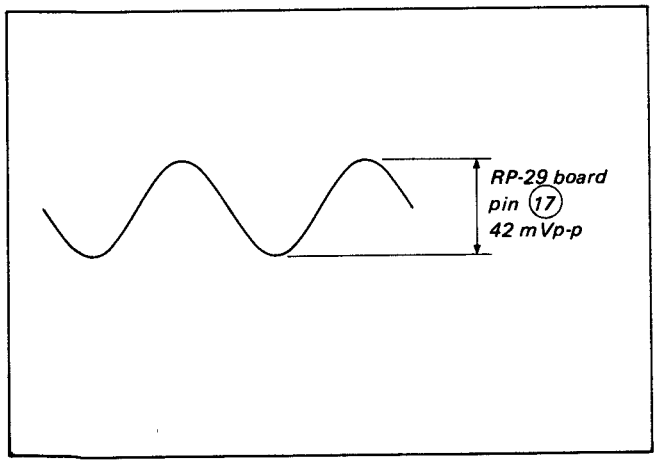

Fig. 3-15 REC C recording current adjustment
2) Connect the oscilloscope to RP-29 board pin ⑰ and adjust to 42 mVp-p with RV508. (Fig. 3-15)